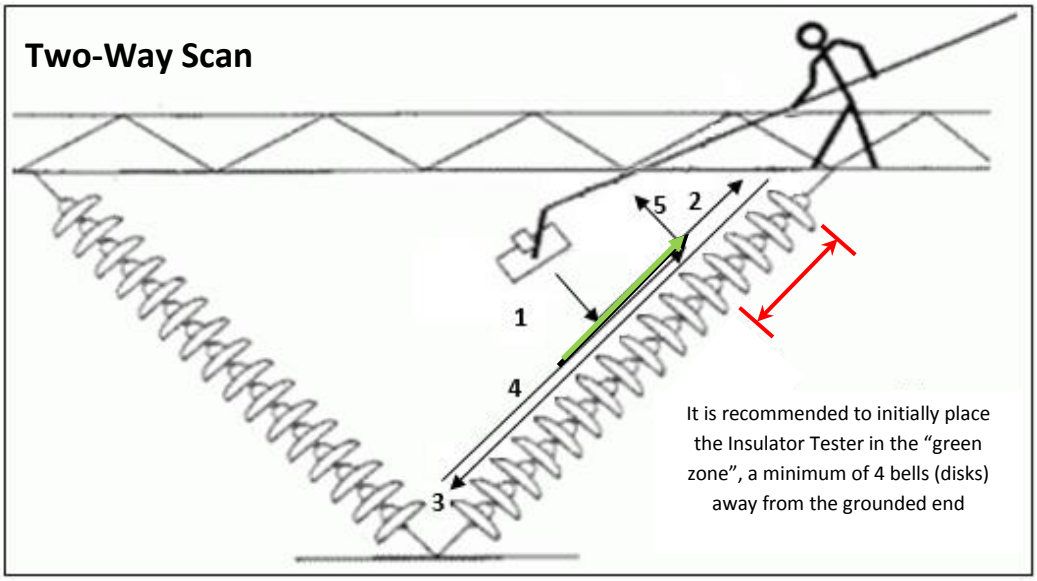

**Figure 13**
- **Two-Way scan:** On Horizontal and V strings configuration, it is easier to perform a Two-Way scan because the weight of the Tester is counter-balanced by the hot-stick or the top of the insulator string while sliding over. Before the sled is touching the insulator string in the middle, the weight of the Tester is counter-balanced by the length of the hot-stick. After the scan is completed, the sled is removed from the insulator string and the weight of the Tester is counter-balanced again by the length of the hot-stick. One or more discs scan overlapping is required between location 1 and 5 to make sure every insulator is scanned at least twice. See Figure 13.
Once the Insulator Tester is securely fastened to the sled and the hot stick is attached, follow this procedure, per Figure 13:
1. Following the instructions of the Tablet Operator, press the Push-button on the Insulator Tester (See Figure 12) and place the Insulator Tester a minimum of 4 bells (disks) away from the grounded end. See the **Green Zone** in Figure 13.